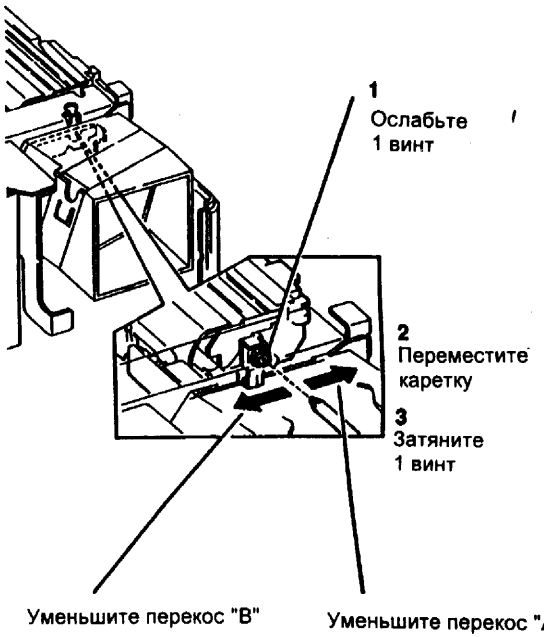

Рис. 2 Регулировка отклонения каретки полного хода
2. (Рис. 2) Сместите каретку полного хода в соответствии с направлением перекоса.